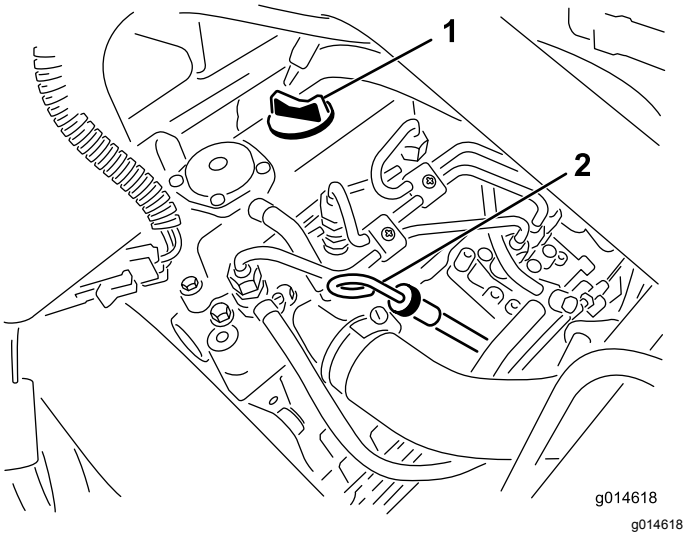

Figur 25
2. Ta ut oljestickan och torka av den med en ren trasa (Figur 25).